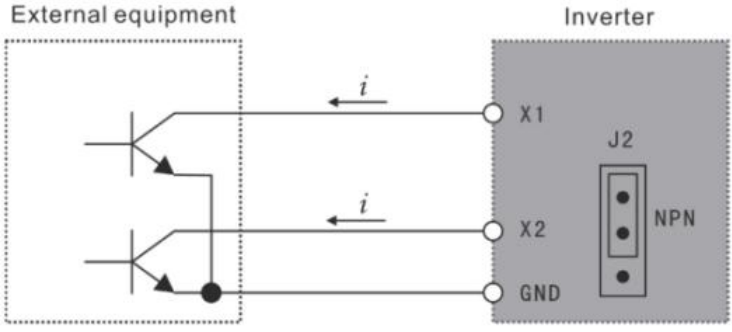

Figuur 3-1 NPN -type bedradingsmodus
(1) Wanneer de NPN-bedradingsmodus wordt toegepast voor externe apparatuur, wordt lekstroom geïnduceerd en vloeit er stroom uit de ingangsterminal (bronstroom) zoals weergegeven in figuur 3-1, waarbij tegelijkertijd parameter P067=0 vereist is.